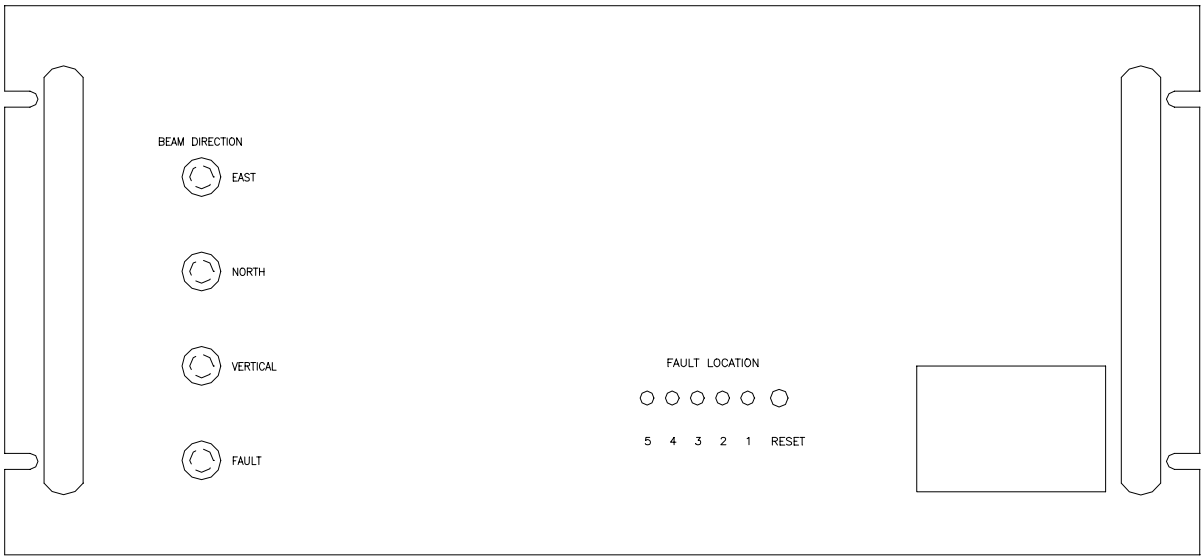
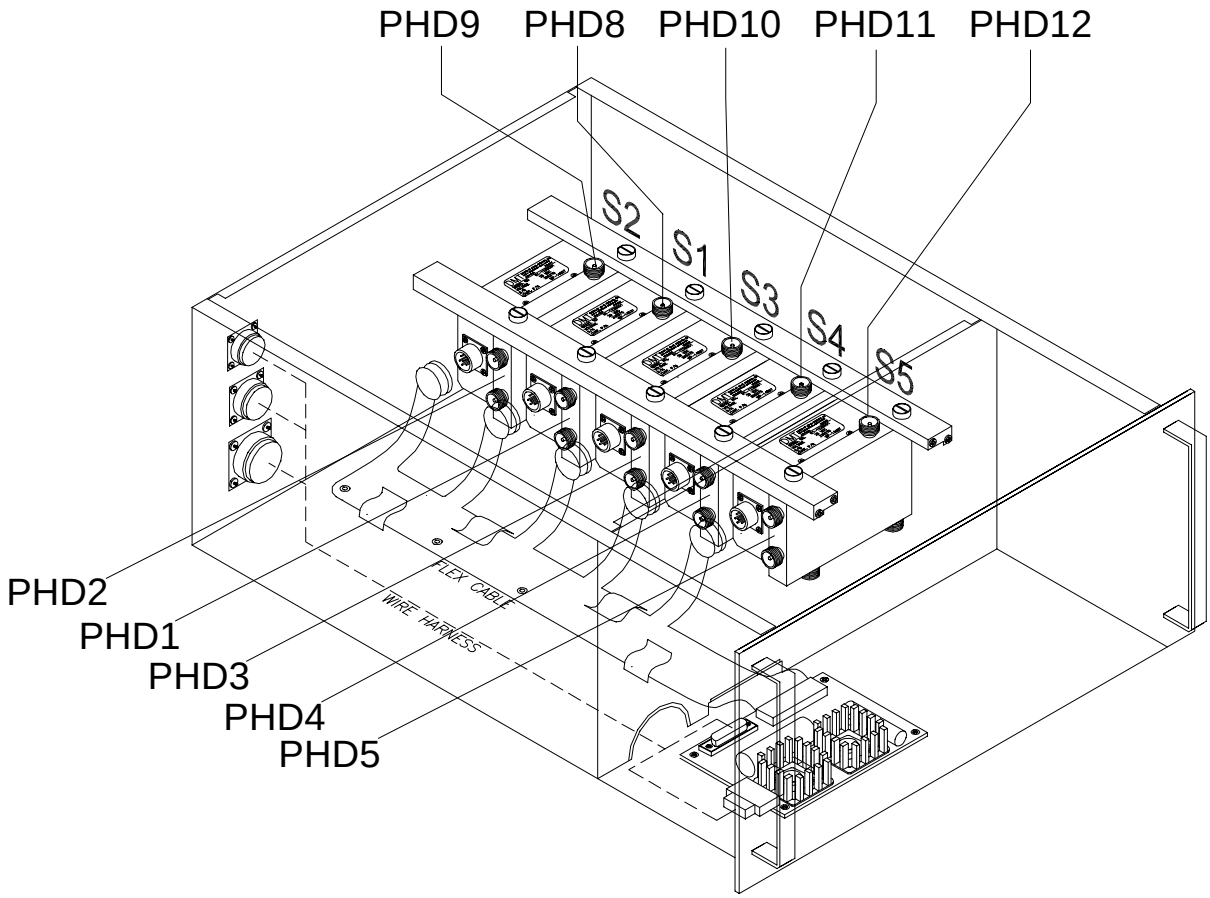

Figure 5-22 Type 3 BSU Switch Assembly Front Panel
Figure 5-23 Type 3 BSU Switch Assembly Internal Component Layout
Figure 5-2 identifies the location of the BSU Switch Assembly in the BSU Cabinet. Figure 5-22 shows the BSU front panel *BEAM DIRECTION* indicators and switch *FAULT LOCATION* indicators. Figure 5-23 illustrates the internal component layout of the BSU Switch Assembly.
5. Loosen and remove the type "N" connectors from the inputs of the BSU Switches [PHD8 - 12 in Figure 5-23] and disconnect the five Power Feed Cables.
> **Make sure the Power Feed Cables (PHD8 - 12) are re-connected to the corresponding BSU switches (SW1 - SW5) as shown in** Figure 5-23. If the cables are connected to the wrong switch, the antenna beams will not be in their expected orientation and location. For 449 MHz profilers, this will seriously compromise the radar data.
10. Reconnect the five Power Feed Cables to the BSU Switches [PHD8 - 12 in Figure 5-23].